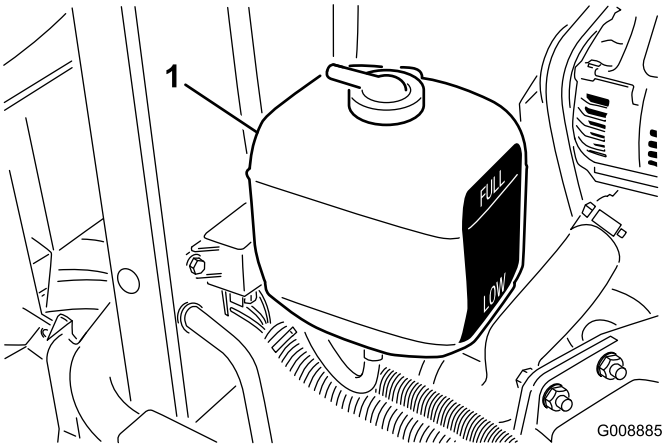

**Figur 23**
1. Kontrollera kylvätskenivån i expansionstanken (Figur 23). När motorn är kall bör kylmedelnivån ligga halvvägs mellan markeringarna på sidan av tanken.